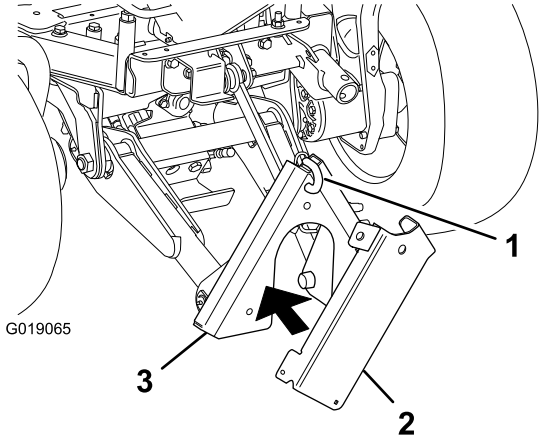

Figur 2
2. Fjern pinden fra toppen af det forreste monteringsbeslag (Figur 2).
3. Hold opbevaringsbeslaget til donkraften op imod det forreste monteringsbeslag, og fastgør opbevaringsbeslaget til donkraften på det forreste monteringsbeslag med pinden (Figur 2).